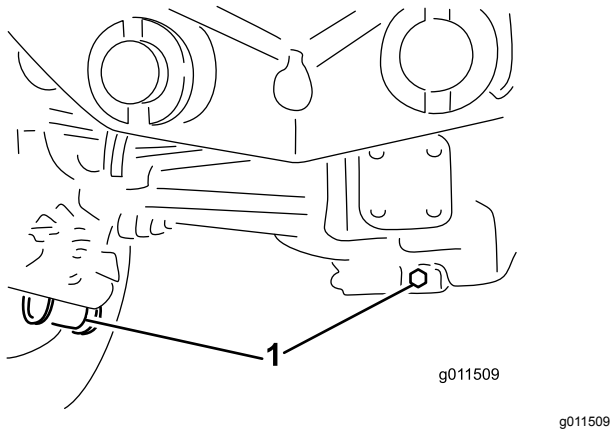

Figur 90
2. Rengør området rundt om de 3 aftapningspropper, 1 i hver ende og 1 i midten (Figur 90).